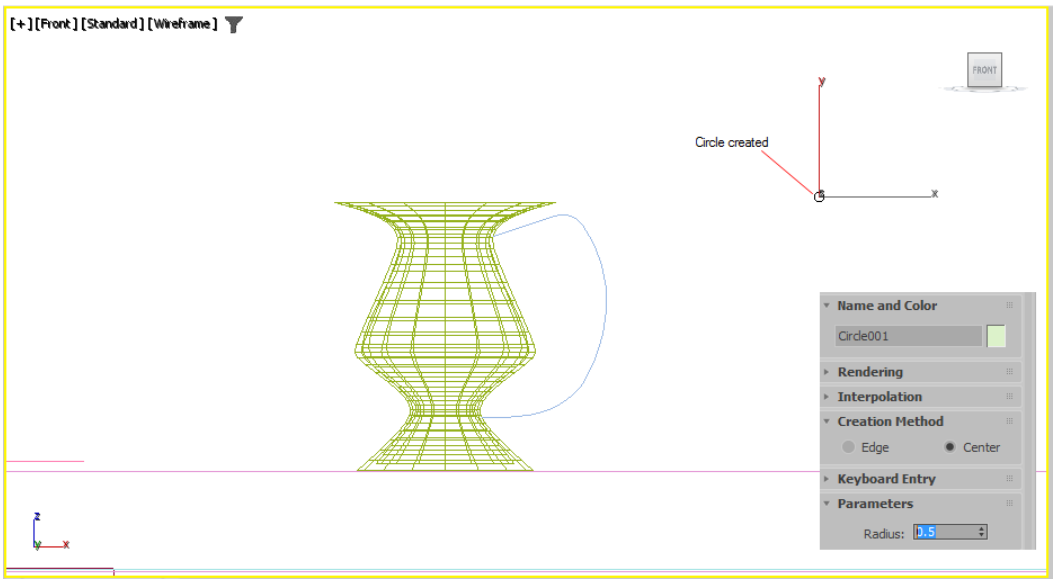

Figure 5-19 *The circle created*
1. Choose **Create > Shapes** in the **Command Panel**. Next, invoke the **Circle** tool. Create a circle anywhere in the viewport, as shown in Figure 5-19. Set the value **0.5** in the **Radius** spinner of the **Parameters** rollout.